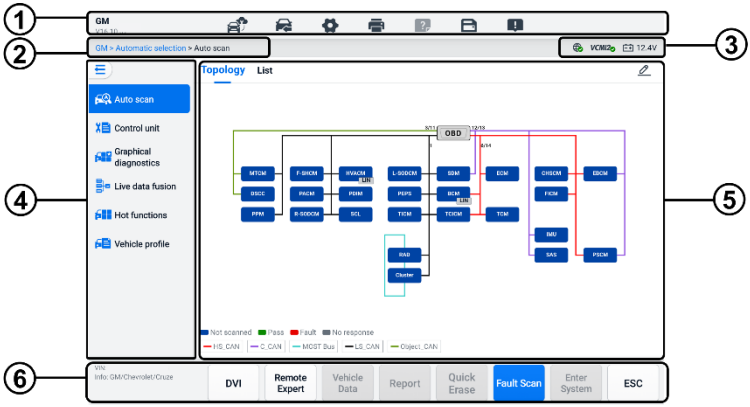

Figura 6-8 ***Ecranul meniului principal de diagnosticare***
Ecranul Meniului principal (consultați *Figura 6-8 Ecranul meniului principal de diagnosticare*) navighează utilizatorii pentru a citi coduri, a șterge coduri sau a efectua funcții complete de diagnosticare auto și așa mai departe. După selectarea funcției, tableta va stabili o comunicare cu vehiculul prin intermediul VCMI2 și va accesa meniul de funcții sau meniul de selecție corespunzător, în funcție de selecția dvs.
1. Atingeți butonul aplicației **Diagnosticare** din meniul de joburi MaxiSys. Alegeți informațiile corespunzătoare despre vehicul și accesați ecranul Meniu principal (consultați *Figura 6-8 Ecranul meniului principal de diagnosticare*).